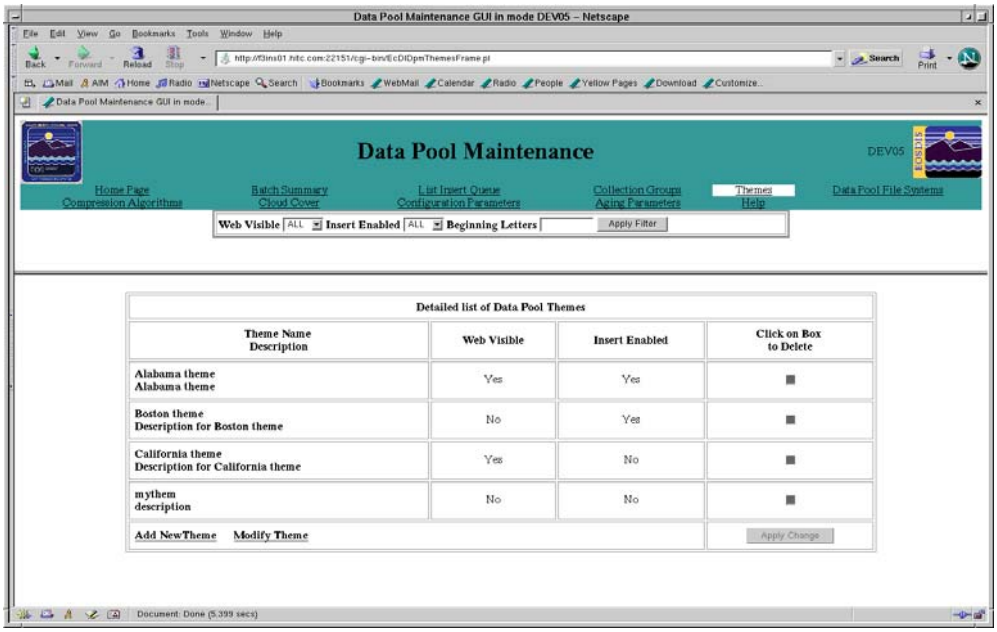
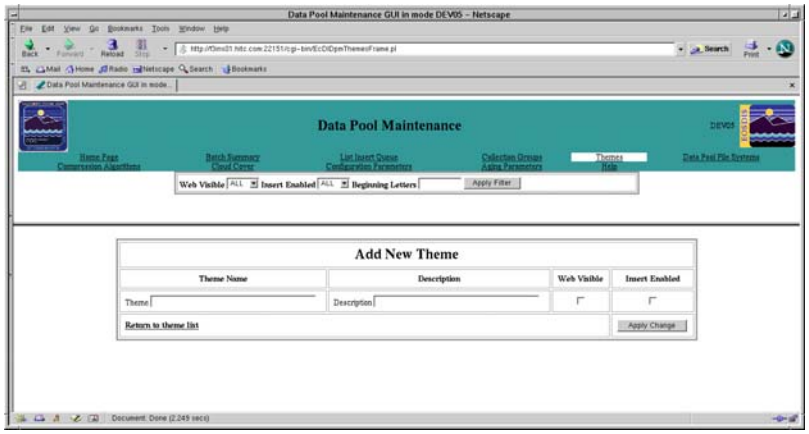
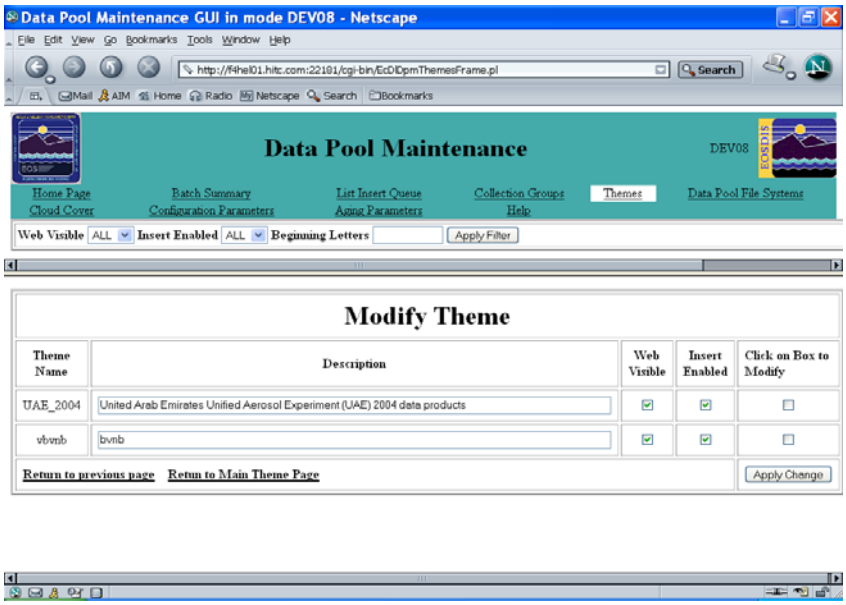

Figure 14.10-22. Detailed List of Data Pool Themes Page
Figure 14.10-23. Add New Theme Page
Figure 14.10-24. Modify Theme Page
Figure 14.10-22 illustrates the **Detailed List of Data Pool Themes** page. The page allows either the full-capability operator or the limited-capability operator to view a list of themes in alphabetical order. The list can be filtered using the option lists for **Web Visible** and **Insert Enabled**, and/or typing **Beginning Letters** (of the theme name). After selecting the options, a click on the **Apply Filter** button displays the filtered list of themes. The full-capability operator can delete a theme by selecting the corresponding check box and clicking on the **Apply Change** button. There are **Add New Theme** and **Modify Theme** links providing access to pages for managing those functions. After the operator completes adding a new theme or modifying a theme by clicking on the **Apply Change** button at the pages for those functions, the changes take effect in the Data Pool database and the changes are also reflected in the **Detailed List of Data Pool Themes** page.
If a full-capability operator clicks on the **Add New Theme** link of the **Detailed List of Data Pool Themes** page shown in Figure 14.10-22, the **Add New Theme** page (Figure 14.10-23) is displayed. To specify a theme, the operator enters information in the fields provided for the purpose. **Theme Name** and **Description** are text entry fields. There are check boxes to specify whether the theme is valid for various options (i.e., **Web Visible** and **Insert Enabled**) or not. A click on the **Apply Change** button commits the changes to the Data Pool database and updates the **Detailed List of Data Pool Themes** page shown in Figure 14.10-22.
- The **Detailed List of Data Pool Themes** page is displayed (see Figure 14.10-23).
If a full-capability operator clicks on the **Modify Theme** link of the **Detailed List of Data Pool Themes** page shown in Figure 14.10-22, the **Modify Theme** page (Figure 14.10-24) is displayed. **Theme Name** is the only field that is not editable. The operator can modify the description of a theme by simply retyping in the text area. The operator also can change the various options (i.e., **Web Visible** and **Insert Enabled**) by selecting or deselecting the appropriate boxes. A click on the **Apply Change** button commits the changes to the Data Pool database and updates the **Detailed List of Data Pool Themes** page shown in Figure 14.10-22.
- The **Modify Theme** page is displayed (see Figure 14.10-24).
- The **Add New Theme** page is displayed (see Figure 14.10-24).